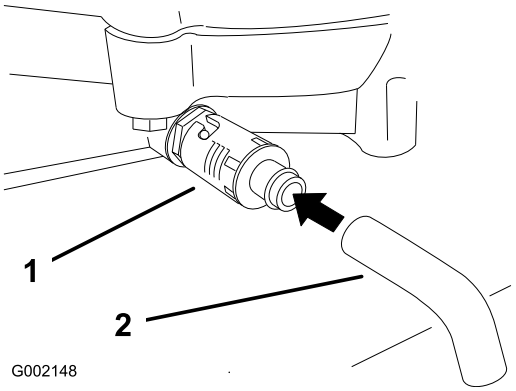

Figur 22
4. Sett et fat under tappehullet. Snu på oljetappeventilen slik at oljen tømmes (Figur 22).